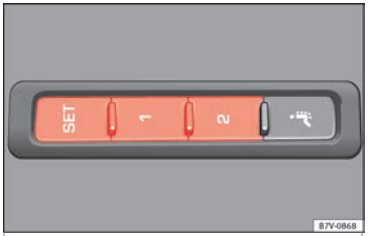

Bild 157 Minnesknappar på utsidan av förarsätet
- Håll knappen SET intryckt i mer än en sekund »» bild 157.